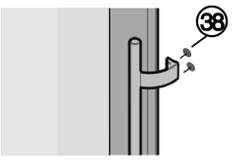

*Fig. 35*
▶ haal de greep uit de verpakking van de plafondvulling en monteer met 4 schroeven *Fig. 35 (38)* op de binnenkant van de deur.